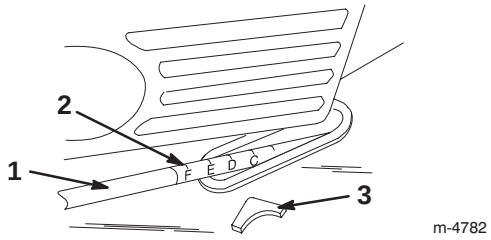

Figure 12
5. Lift up or press down on the handle, and use the pointer and the cutting height setting on the link rod to set the lawn mower to the desired cutting height (Fig. 12).